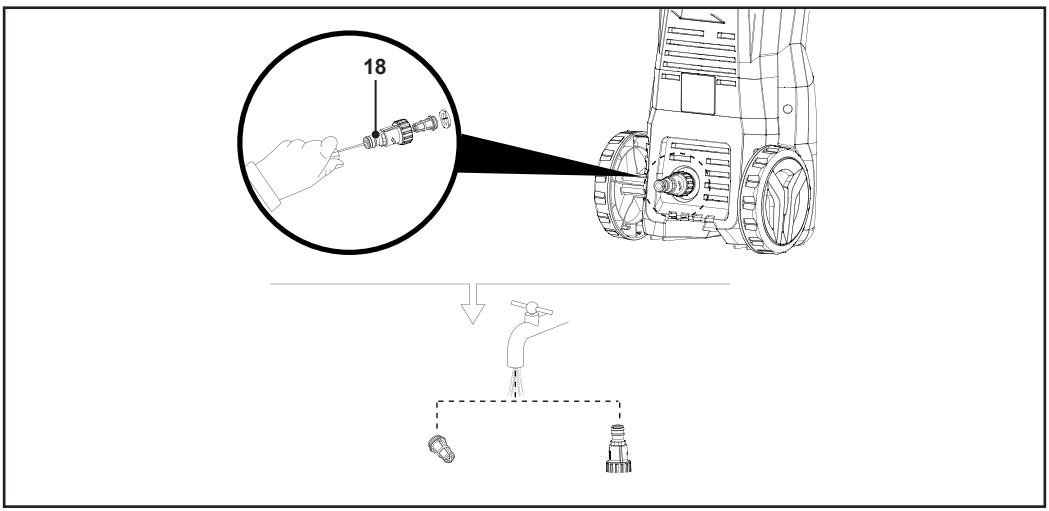

Fig. 13
1. Desprinde garnitura și filtrul de admisie de la racordul de admisie a apei (18) (fig. 13).
2. Clătește filtrul de admisie și racordul (18) cu apă curată (fig. 13).
3. După curățare, montează la loc cum trebuie filtrul de admisie și garnitura în racordul de admisie a apei (18).